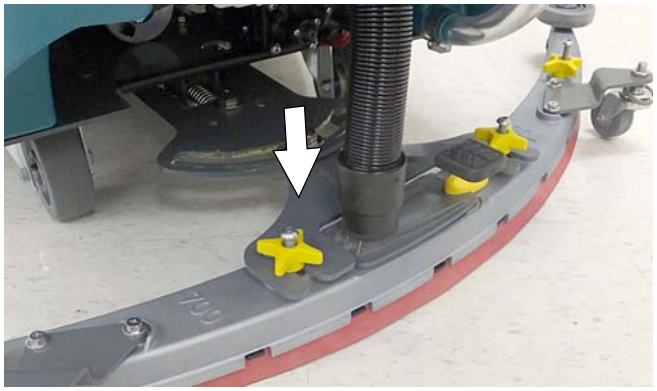

図　6
3. バキュームホースをスクイージーアセンブリーに接続します（図6）。